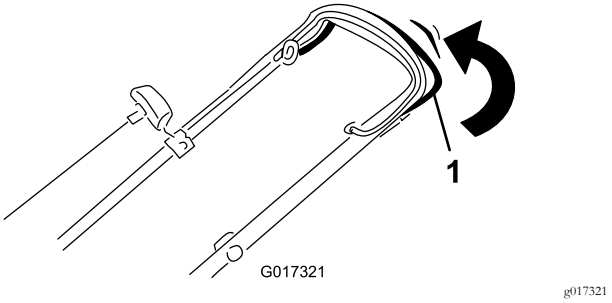

Figure 19
- **Pour engager l'autopropulsion :** serrez et maintenez la barre d'autopropulsion contre le guidon (Figure 19).